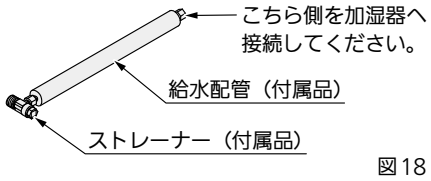

図18
(1) パネルをはずします。（ネジ留め 6 個所）
(2) 室内ユニット上部にある加湿器の接続部に付いているキャップをはずします。
(3) 給水配管を加湿器の接続部に取り付けてください。この時、給水配管に付いているストレーナーは、はずして取り付けます。（図 18 参照）
(4) パネルを取り付けてください。この時、ハトメゴムに切れ目を入れ給水配管を通してください。
(5) 給水配管に、先程はずしたストレーナーを取り付けてください。
(6) ハトメゴムの上に断熱材（付属品）を貼り付けてください。